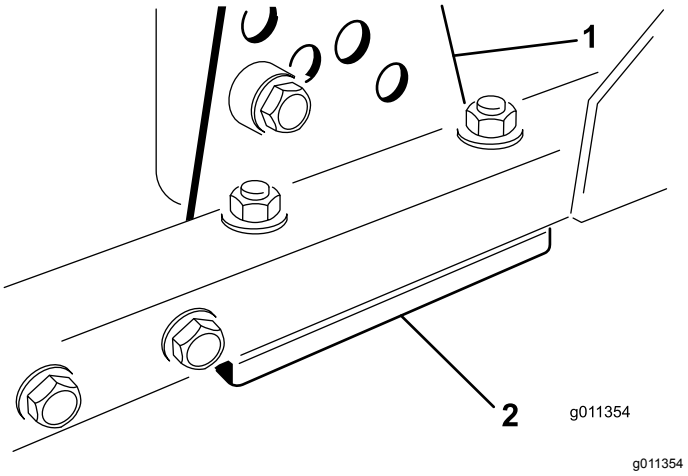

**Figur 82**
1. Avlägsna klipphöjdsfästet (främre, vänstra eller högra) från däckramen (Figur 82).
2. Justera mellanlägg på 1,5 mm och/eller 0,7 mm mellan däckramen och fästet för att erhålla önskad höjdinställning (Figur 82).